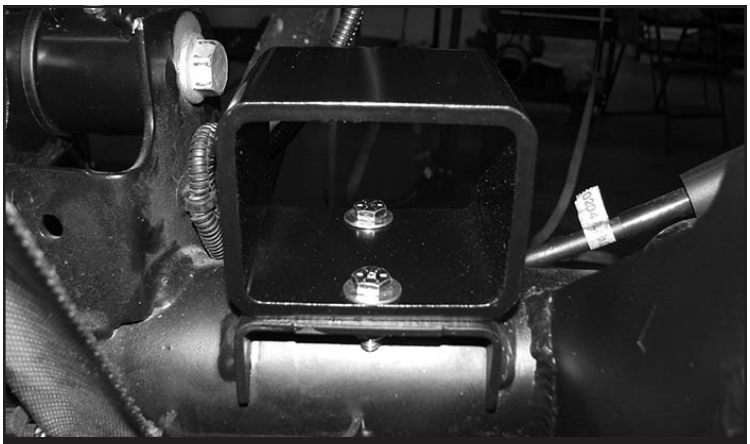

FIGURE 14 - STEP 11
11. Locate and install FT50724 (Rear Bumpstop Spacer) using the supplied 5/16” hardware. Torque to 29 ft-lbs. **SEE FIGURE 14**